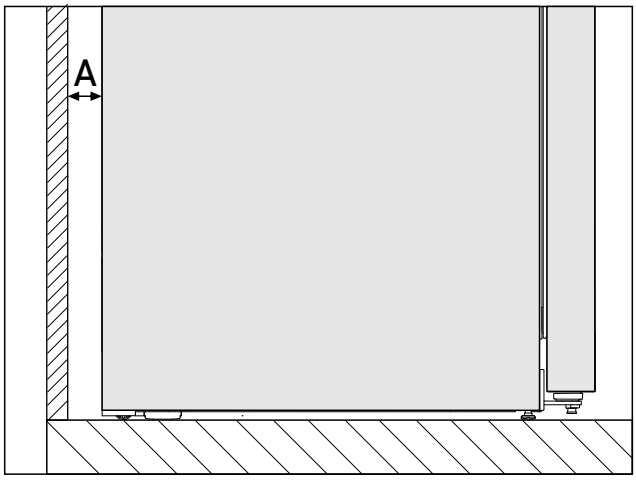

*Fig. 2 **
Enerģijas patēriņš bija noteikts ar atstatumu no sienas *Fig. 2 (A)* starp ierīces mugurpusi un sienu. Ja atstatums no sienas ir mazāks par *Fig. 2 (A)*, tas nekādi neietekmē ierīces darbspēju. Ja ir mazāks atstatums no sienas, enerģijas patēriņš var mazliet palielināties un var notikt kondensāta veidošanās uz ierīces aizmugurējās sienas.*